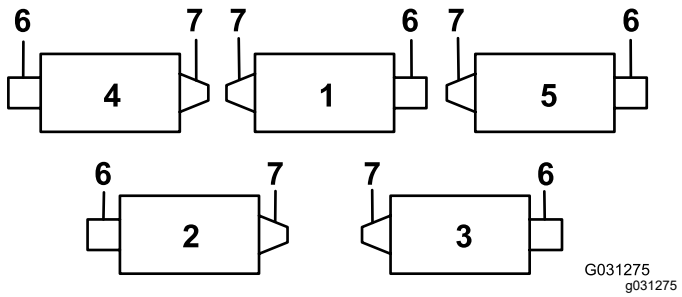
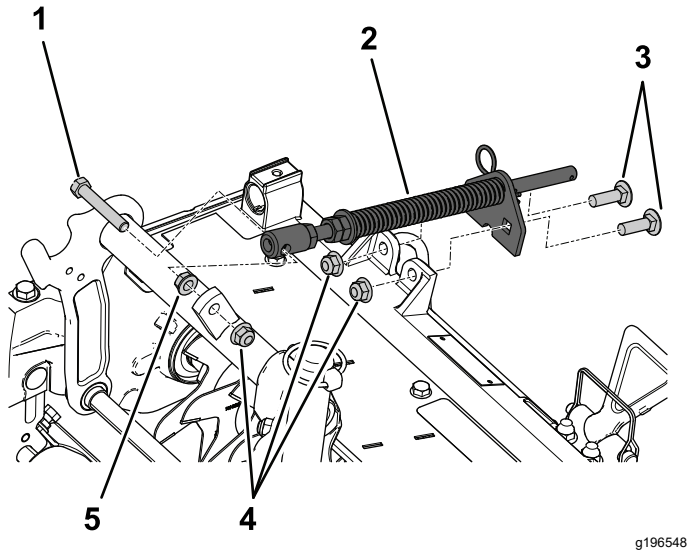

Figure 4
Figure 7
The grease fitting must be installed on the reel motor side of the verticutter. Use the following diagram to determine the position of each reel motor (Figure 4).
3. For verticutter 2 and verticutter 4 locations (Figure 4), move the end weight to the opposite side of the cutting unit.
Install the turf compensation spring assembly on the same side as the reel motor (Figure 4 and Figure 7).